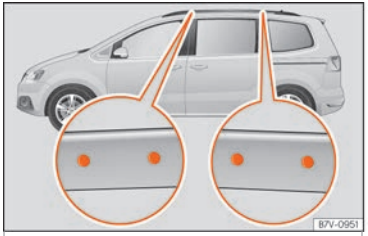

Fig. 178 Attachment points for the basic support and the roof carrier system
The position openings are located on the inner side of the side roof rods ››› Fig. 178.
- The base support should only be fitted to the points indicated in the diagram ››› Fig. 178.